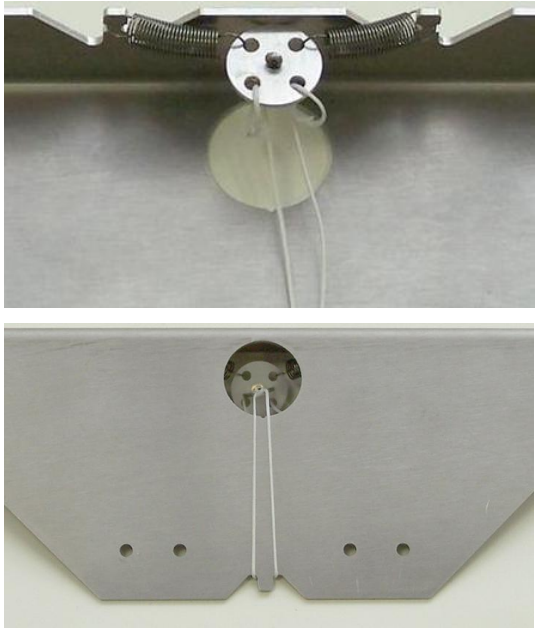

Fig. 3: Montage der Federbaugruppe.
- Federn der Federbaugruppe in den Laschen der Traverse (abgewinkelte Seite) einhängen (Fig. 3).